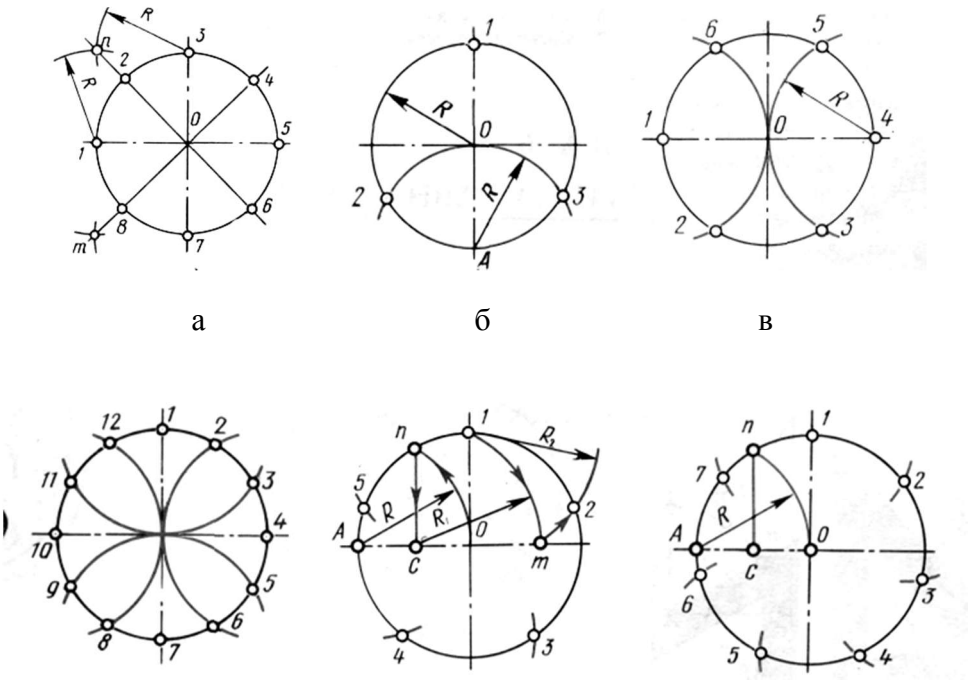

Рисунок 1 – Деление окружностей на равные части
2) Описываем дуги R из точек 1 и 4 (рисунок 1 в).
3) Описываем дуги 4 раза из точек 1, 4, 7, 10 (рисунок 1 г).
1) Из точки А радиусом R проводят дугу, которая пересекает окружность в точке n. Из точки n опускают перпендикуляр на горизонтальную осевую линию, получают точку С. Из точки С радиусом R_1=С1, проводят дугу, которая пересекает горизонтальную осевую линию в точке m. Из точки 1 радиусом R_2=1m, проводят дугу, пересекающую окружность в точке 2. Дуга 12=1/5 длины окружности. Точки 3,4,5 находят, откладывая циркулем отрезки, равные m1 (рисунок 1 д).
2) Из точки А проводим вспомогательную дугу радиусом R, которая пересекает окружность в точке n. Из нее опускаем перпендикуляр на горизонтальную осевую линию. Из точки 1 радиусом R=nc, делают по окружности 7 засечек и получают 7 искомых точек (рисунок 1 е).